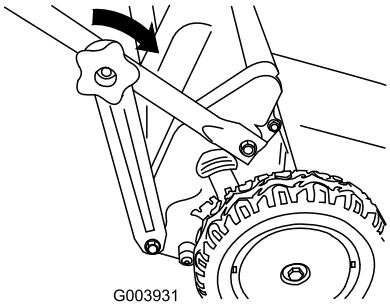

Figuur 17
3. Monteer de knoppen van de onderste handgreep en draai de knoppen zo vast mogelijk (Figuur 17).